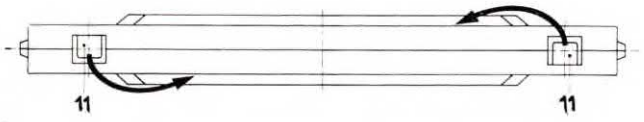
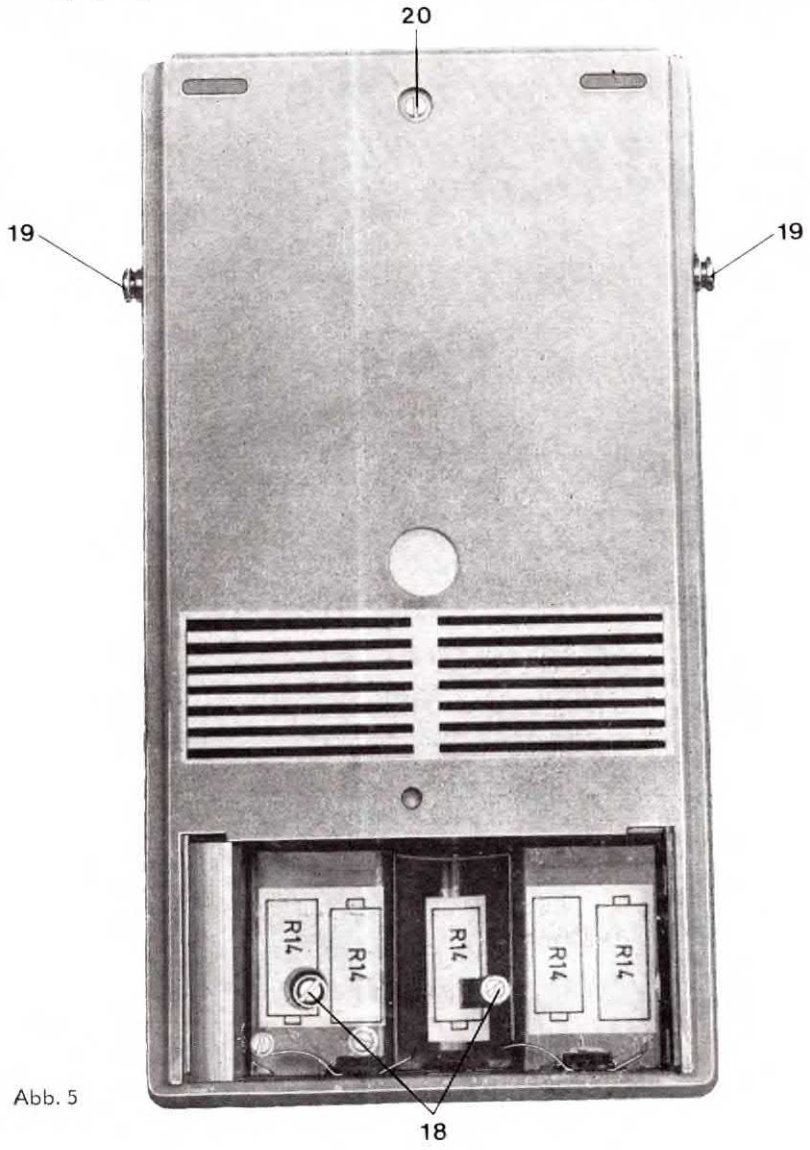
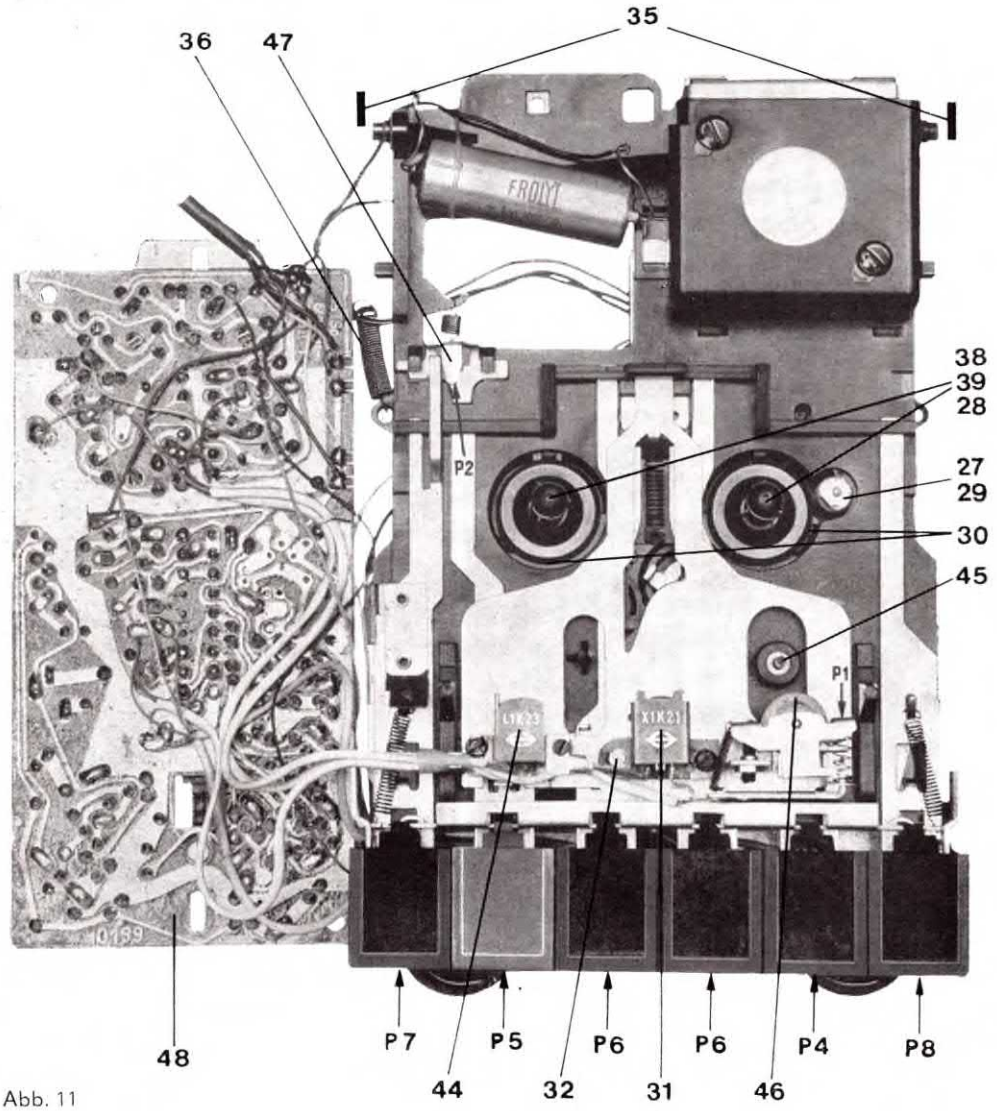
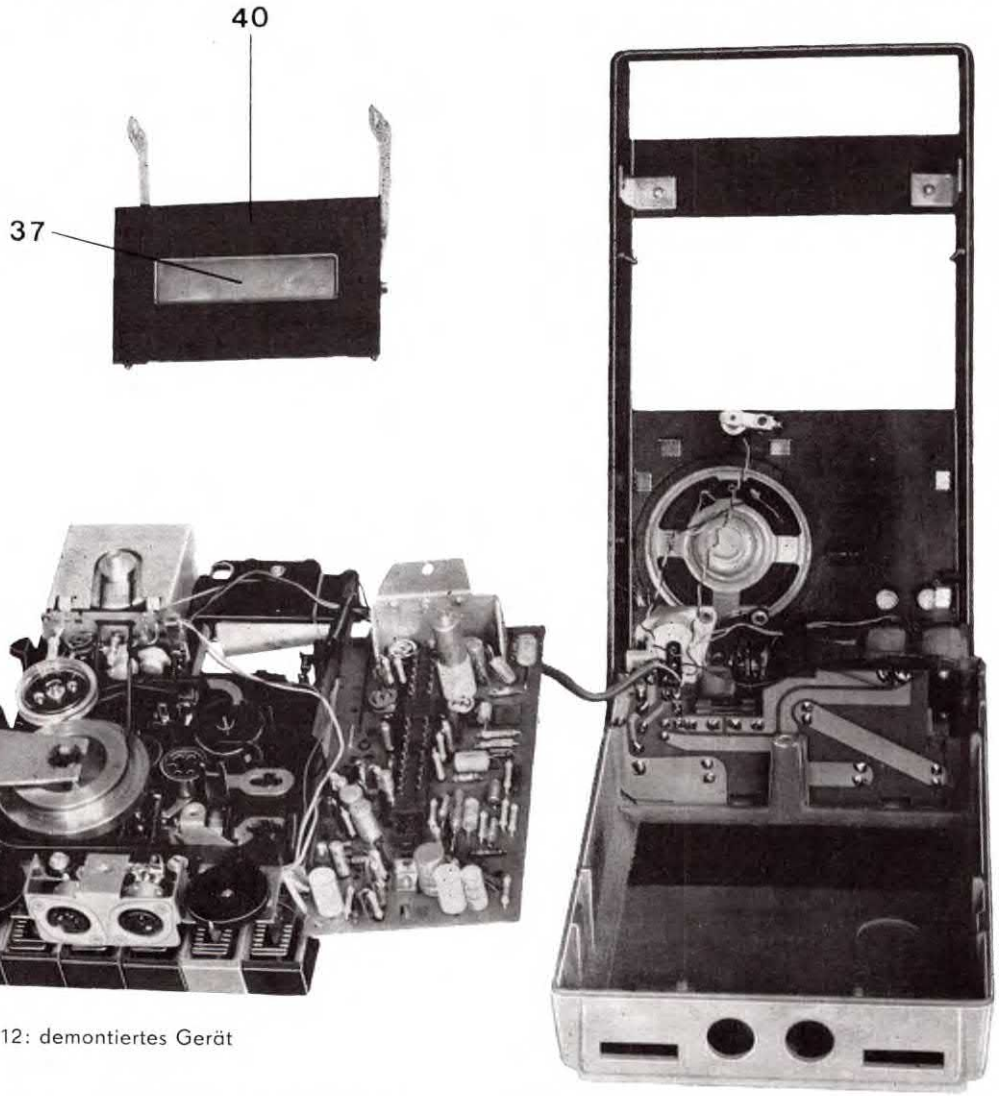

Abb. 3
Abb. 5
Abb. 11
Abb. 12: demontiertes Gerät
Um ein unbeabsichtigtes Löschen einer bespielten Kassette zu verhindern, ist die Taste für Aufnahme verriegelt. Jede Kassette hat an ihrer Rückseite zwei Ausschnitte mit je einer freistehenden Plastzunge (11) (siehe Abb. 3).
Beim Einlegen der Kassette in das Gerät drückt die Plastzunge (11) (Abb. 3) den Fühlhebel (47) der Abb. 11 zurück, wodurch die Taste für Aufnahme entriegelt wird. Durch Ausbrechen einer dieser Plastzungen können die Aufnahmen der dazugehörigen Tonspur konserviert werden. Die Pfeile zeigen die Zuordnung der Plastzungen zu den Tonspuren. Der Kassettenausschnitt ist dann offen, der Fühlhebel taucht beim Einlegen der Kassette in den Ausschnitt ein, und die Aufnahme bleibt verriegelt. Durch Ausbrechen beider Zungen werden beide Tonspuren der Kassette konserviert.
Macht sich das Auswechseln eines Bauelementes bzw. der Leiterplatte (48) Abb. 11 erforderlich, so sind die in der Abb. 5 und 6 gekennzeichneten Befestigungsschrauben (20) des Laufwerkes zu lösen. Auch hier sind alle Anschlußleitungen so lang gehalten, daß ohne Ablöten ein Umklappen der Leiterplatte bzw. des Laufwerkes möglich ist (Abb. 12).
Dabei ist die in Abb. 11 gekennzeichnete Laufhülse (29) rechtsläufig. Durch Andruck an den Reibring der Wickelführung (28) wird diese linksläufig angetrieben. Die sich drehende Wickelführung (28) wird von Hand angehalten und entgegen ihrem Bestreben nach rechts gedreht. Dabei muß sich die Laufhülse (29) ebenfalls entgegen ihrem Bestreben nach links drehen. Es darf also kein Rutscheffekt zwischen Laufhülse und Wickelführung entstehen. Der Federdruck wird vom Werk fest eingestellt. Eine selbsttätige Veränderung dieser Einstellung ist nicht möglich. Andere Laufwerkmängel dürfen nicht durch Veränderung der Rutschkupplung kompliziert werden!
Nach durchgeführten Reparaturen oder A-W-Kopf-Auswechslung wird der A-W-Kopf (31) an der Stellschraube (32) auf die richtige Spaltstellung nach Pkt. 3.5.1. eingestellt (siehe Abb. 11).